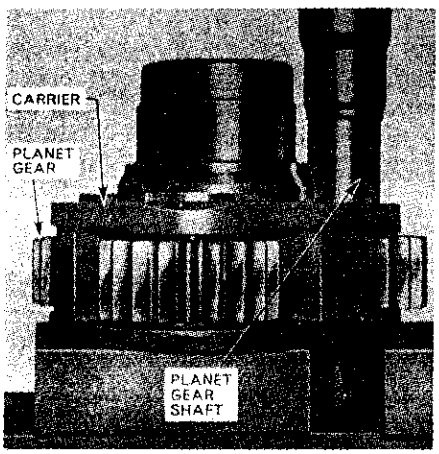

Fig. 338–Installing planetary gear unit in planetary carrier.
To remove the bearing cone (9) and retainer (10) from planetary carrier (12) and to disassemble the early type planetary unit, refer to Fig. 334 and press out all three pinion shafts at one time which will also press retainer and bearing cone from carrier. Each planetary pinion (45—Fig. 330) is fitted with two rows of needle rollers (46) which are separated by a washer (47). On model 4000, there are 16 rollers in each row. The bearings are serviced in kit of 32 rollers. Renew planetary pinions, bearing rollers, thrust washers and/or bearing cone (9) as necessary. The carrier (12) is serviced only as a complete assembly including pinions and bearings. To reassemble, proceed as follows: Coat bore of pinion gear with heavy grease, stick row of bearings in one side of pinion, insert center thrust washer (47) and stick second row of bearing rollers in pinion. Place a thrust washer (44) on each side of pinion, place the pinion, bearings and thrust washers in carrier and insert pinion shaft (11) with flat on end towards center of carrier. Press the pinion shaft into carrier as shown in Fig. 338. Repeat the procedure for remaining two pinions to complete assembly of the carrier, then press retainer (10) and bearing cone (9) onto carrier housing.